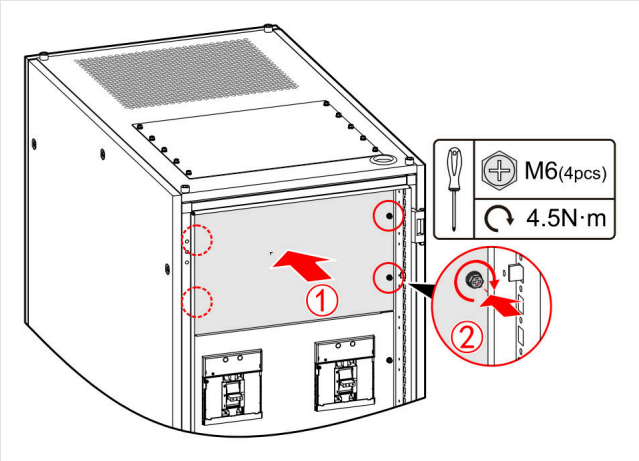

FIGURE 4-35 Refit the wiring cover plate
3. Refit the wiring cover plate (M6, 40 lb-in / 4.5 N·m) and close the front door (Figure 4-35).